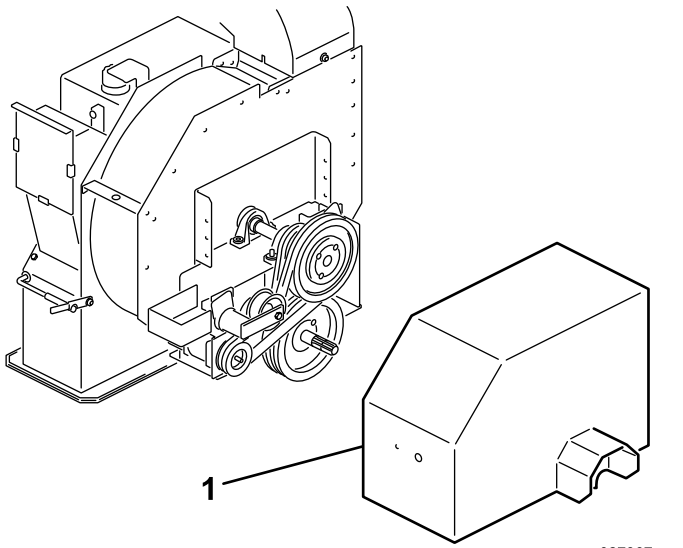

**Bild 12**
1. Nehmen Sie das Antriebsschutzblech über die Riemenscheibe ab (Bild 12).
1. Lösen Sie die Schrauben und Muttern, mit denen das Antriebsschutzblech am Impellergehäuse (Bild 12) befestigt ist, und nehmen Sie das Schutzblech ab.
2. Lösen Sie hinten am Rahmen die Schraube, mit der der Riemenspanner am Rahmen befestigt ist (Bild 12).